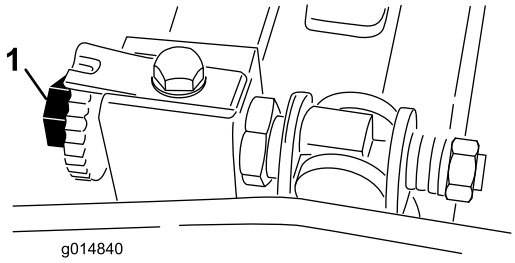
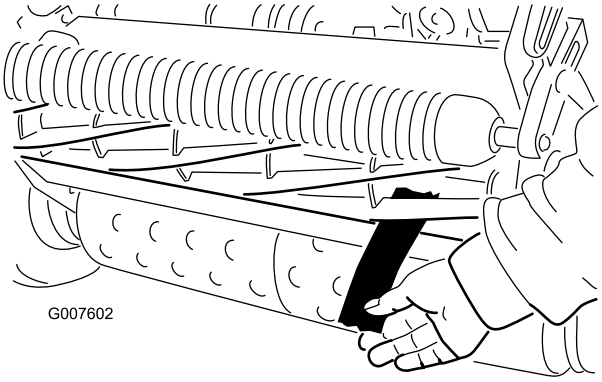

Figur 49
Figur 50
2. Kontroller at spolen ikke er i kontakt med noe ved å dreie justeringsskruene på motstangen mot klokken (Figur 49).
4. På én ende av spolens fremre side skyver du inn en lang remse med avispapir mellom spolen og motstålet (Figur 50). Mens du sakte dreier spolen fremover, skrur du justeringsskruen på motstangen med klokken (i samme ende av spolen, ett klikk om gangen, til papiret klemmes lett. Dette resulterer i at du kjenner motstand når det dras i papiret (Figur 49)).
6. Når du har justert ferdig, kontrollerer du at spolen kan klemme papiret når du setter dette inn foran, og at papiret klippes når du setter det inn i en rett vinkel i forhold til motstålet (Figur 50). Det skal være mulig å klippe papir når det er minimal kontakt mellom motstålet og spoleknivene. Hvis det er for mye spolemotstand (mer enn 0,79 Nm), må du slipe klippeenheten slik at du får skarpe nok kanter til å klippe presist. Se *Toros håndbok om spolesliping*.